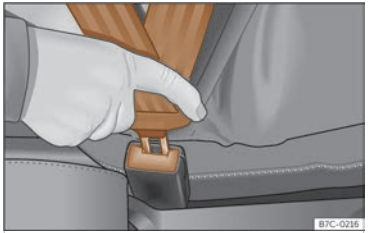

Fig. 21 Insert the latch plate of the seat belt into the buckle.
- Insert the buckle plate in the buckle of the correct seat ››› **Fig. 21**.